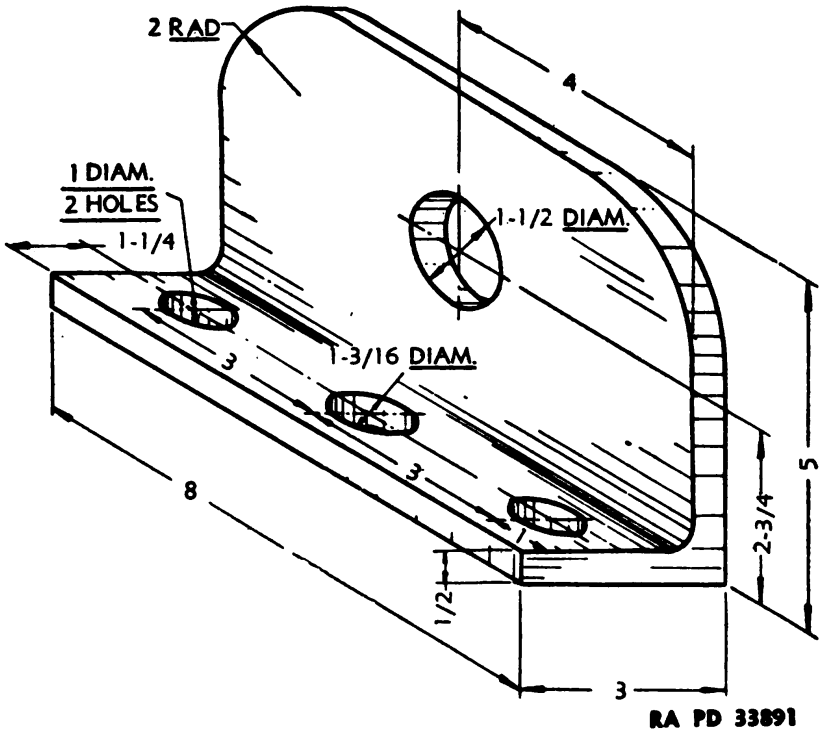

FIGURE 40.—Bracket.
(5) If a hoist is used, it should be of at least 2-ton capacity. If two chain hoists are available, removing and replacing the engine can be simplified by placing one on either side permitting the engine to be rotated better to aline the holes in the transmission case with those in the bell housing.
b. (1) Another method can be used by making brackets similar to the one shown in figure 40. Attach the brackets, one at the front of the front head and one at the rear of the rear head. The chains or cables used should be so placed that the engine will remain at the same angle as the transmission case when the bolts are removed. This is necessary so as to prevent damage to the pilot bearing for the upper transmission shaft. Raise the engine, place a heavy bar across the track roller frames under the front of the transmission case, then lower the engine until the transmission case just rests on the bar.